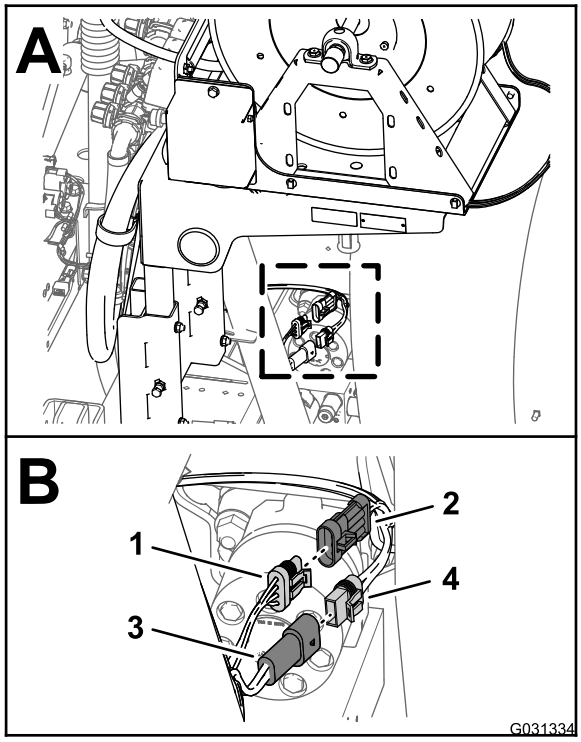

Figur 10
1. Bak på maskinen finner du ledningssatsen for det bevegelige slangetrommelsettet på baksiden av spredertanken (Figur 10).
2. Koble fra kontakten med to sokler i ledningssatsen for den elektriske slangetrommelen fra kontakten med to pinner på den bakre hovedledningssatsen (Figur 10).
3. Koble fra kontakten med tre sokler i ledningssatsen for den elektriske slangetrommelen fra kontakten med tre pinner på den bakre hovedledningssatsen (Figur 10).